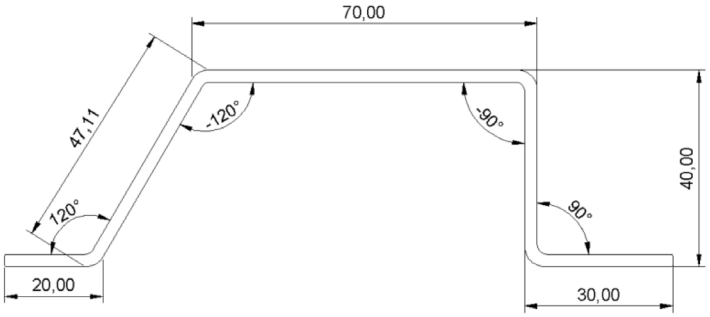

Figura 32. Ejemplo de pieza a dibujar
- Si no se ha activado la chincheta del teclado, tocando el campo ángulo ALFA (como se ilustra en la Figura 32) reaparecerá el teclado de software con el que introducir el ángulo: